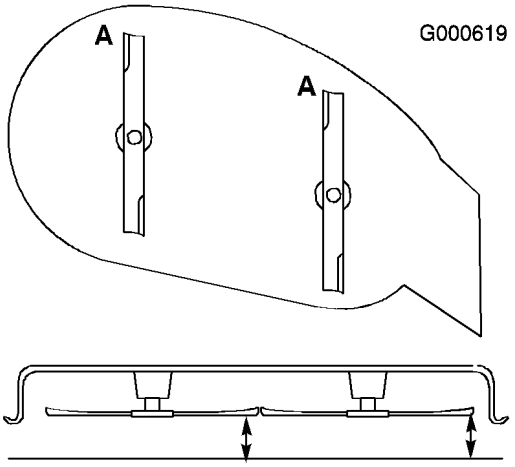

Figure 37
1. Tournez les lames dans le sens longitudinal (Figure 37). Mesurez la distance entre la surface plane et le tranchant (position **1**) des lames (Figure 37) et notez cette valeur.